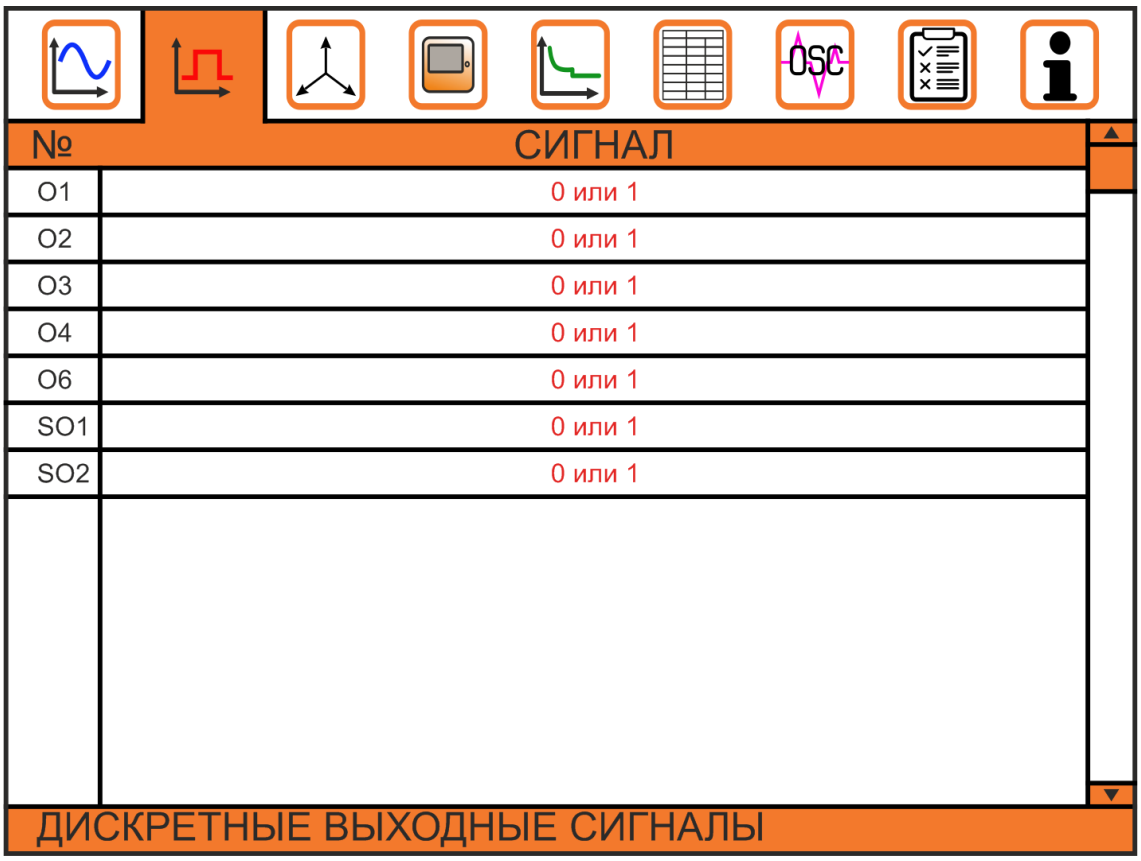
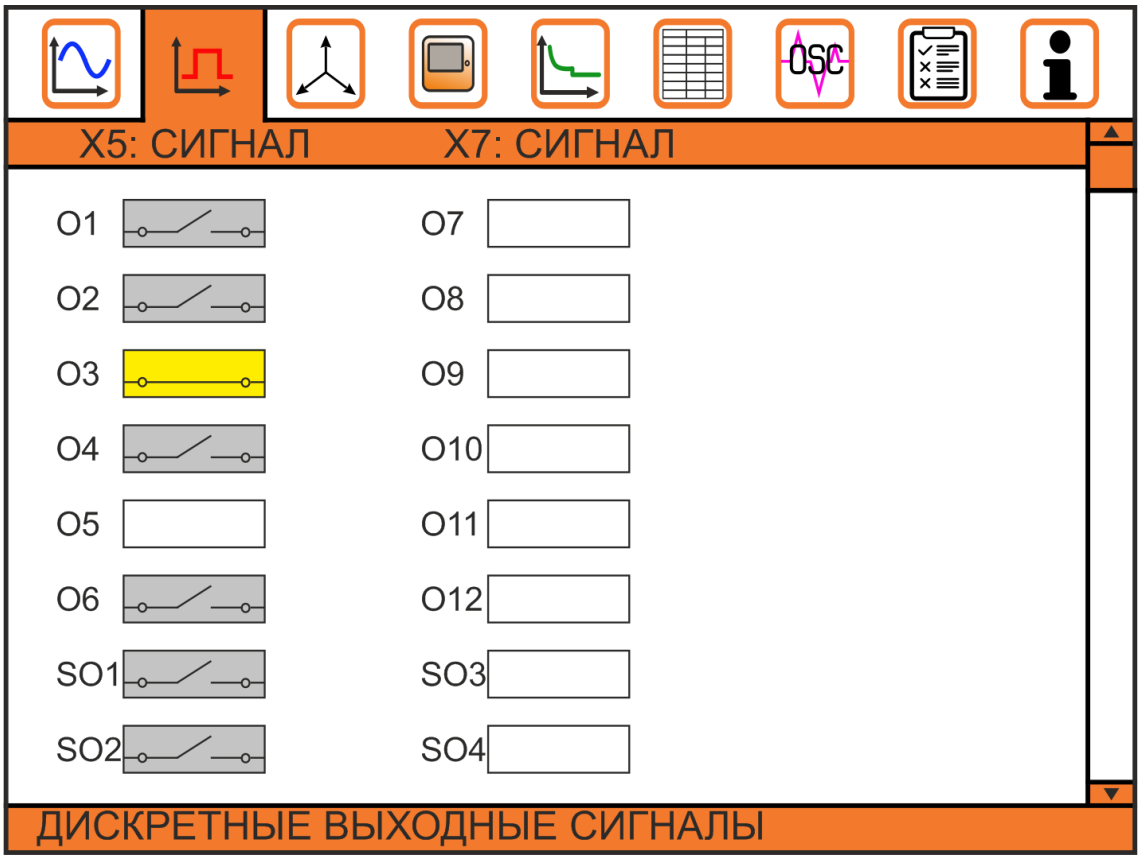

Рис. 2.4.8. Окно вкладки «Дискретные выходные сигналы», табличный вид
Рис. 2.4.9. Окно вкладки «Дискретные выходные сигналы», отображение по блокам
2.4.6.2. В меню «**Дискретные выходные сигналы**» информация также приведена в табличном (отображение введенных в работу выходных реле) либо графическом виде (Рисунок 2.4.8 и Рисунок 2.4.9.)